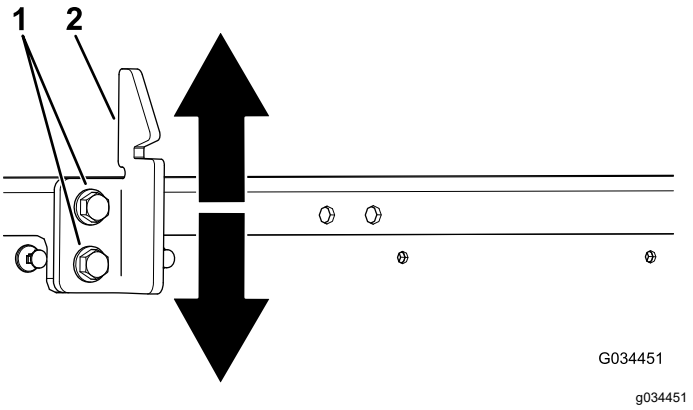

Bild 68
3. Lösen Sie die zwei Schrauben am Schlagbolzen des Ladepritschenriegels und bewegen Sie den Schlagbolzen nach oben oder unten, je nach dem, ob der Schlagbolzen zu hoch oder zu niedrig ist (Bild 68).
4. Ziehen Sie die zwei Schrauben am Schlagbolzen des Ladepritschenriegels an (Bild 68).